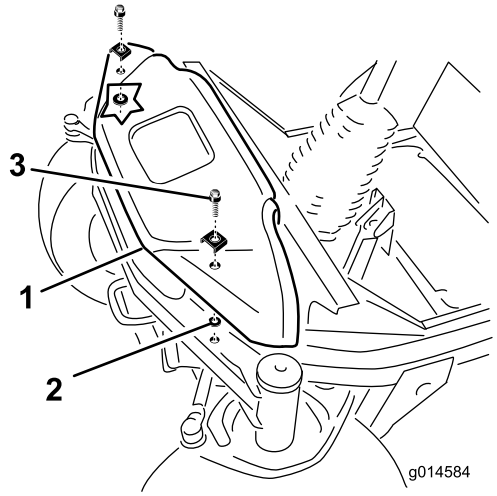

図 5
1. R前カバーを前アクスル上部に固定しているフランジ・ヘッド・ボルト（2本）を外す（図 5）。